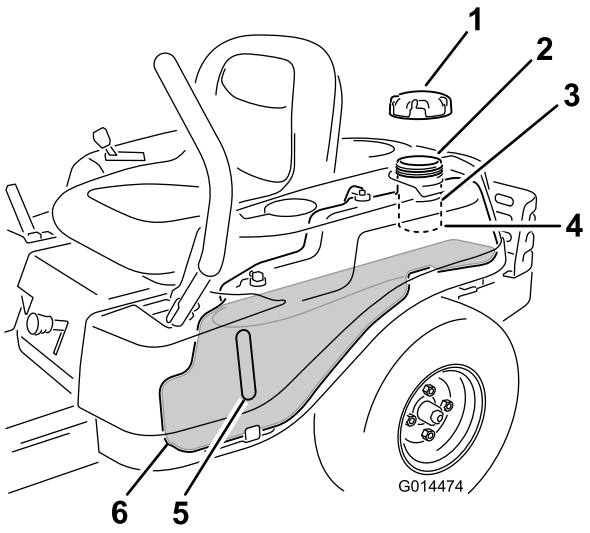

**Figur 10**
**Merk:** Du kan bruke drivstoffluken for å kontrollere hvor mye bensin det er før du fyller tanken (Figur 10).
2. Fyll tanken **forsiktig** opp med vanlig blyfri bensin, til drivstoffet når bunnen på påfyllingshalsen (Figur 10).